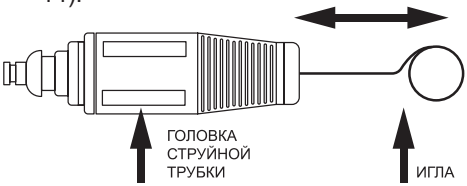

Рис. 14 Чистка форсунки головки струйной трубки
4. С помощью иглы для чистки форсунки (поставляется в комплекте) прочистите форсунку струйной трубки (Рис. 14).